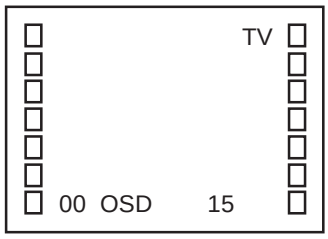

Fig. 1-1
2. Press the VOL. DOWN button on the set and the Channel button **(9)** on the remote control simultaneously to appear the adjustment mode on the screen as shown in **Fig. 1-1**.
7. Activate the adjustment mode display of **Fig. 1-1** and press the channel button **(03)** on the remote control to select "VIF VCO".
3. Activate the adjustment mode display of **Fig. 1-1** and press the channel button **(02)** on the remote control to select "RF DELAY".